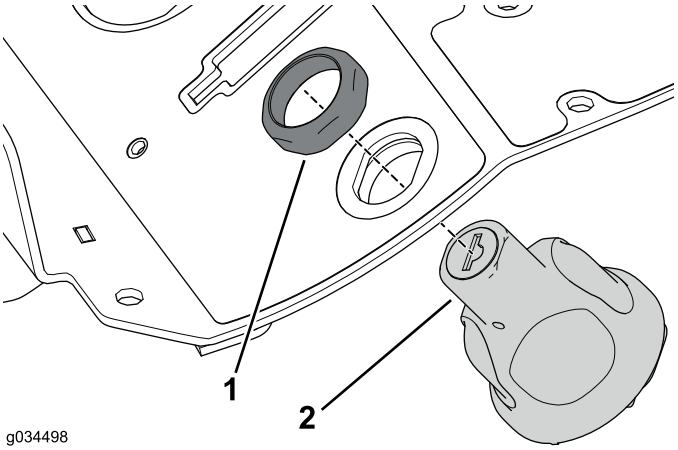

図 13
4. イグニッションスイッチのリテーナリングを外してスイッチをコンソールアセンブリから外す図 13。